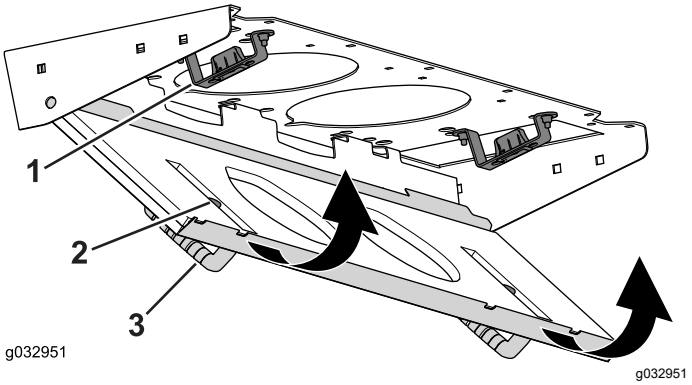

Figur 136
4. Vrid filterenheten runt flikarna tills spärren låser fast i spärrenheten (Figur 136).